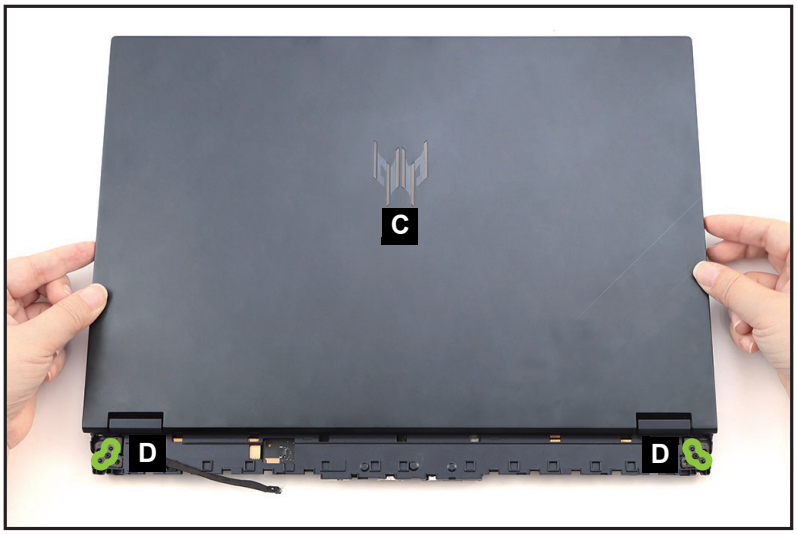

Figure 1-38. LCD Module Removal
3. Lift the LCD module (C) to release it from the guide pins (D) (on the hinges slots) but DO NOT remove yet! (Figure 1-38).